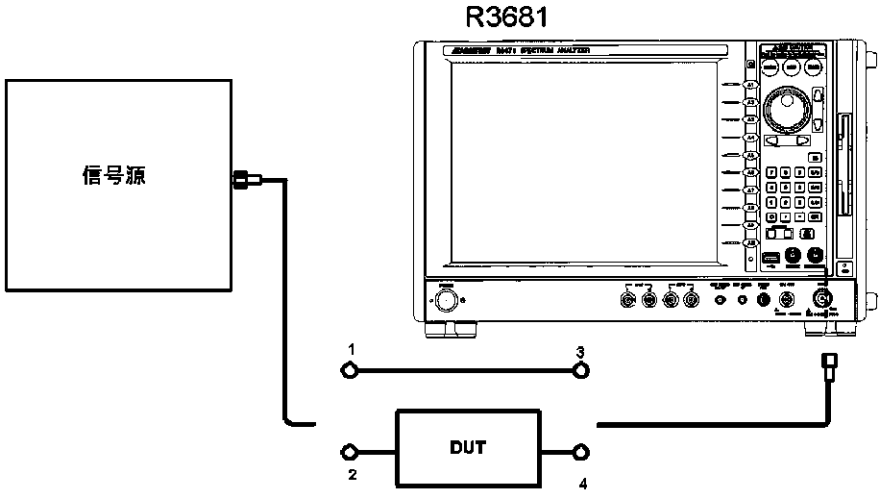

図 4-7　Equalizing Filter を使った測定接続図
1. 機器の接続を図 4-7 の 1-3 経路にします。
56. 機器の接続を図 4-7 の 2-4 経路にします。